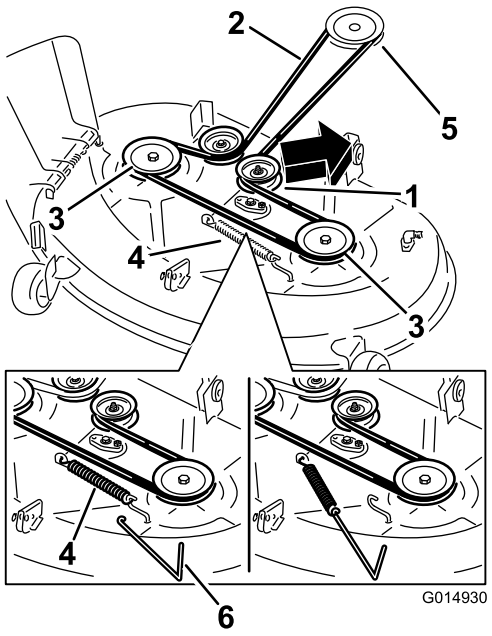
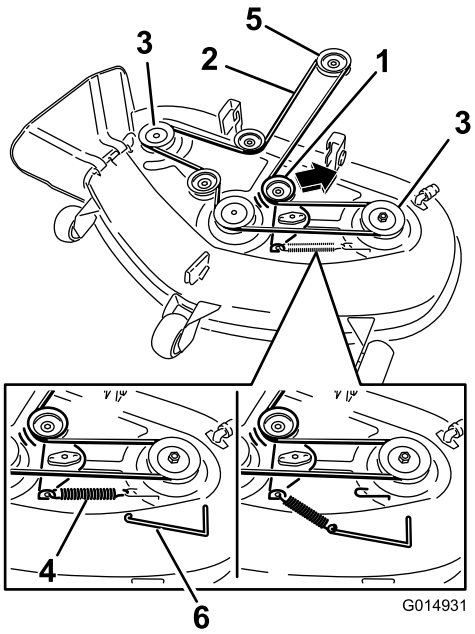

Figur 69
Figur 70
5. Brug et fjederværktøj (Toro, delnr. 92-5771), fjern styrefjederen fra skjoldets krog for at fjerne spændingen fra styreremskiven, og rul remmen af remskiverne (Figur 69 og Figur 70).
6. Før den nye rem rundt om motorremskiven og plæneklipperremskiverne (Figur 70).
7. Brug et fjederværktøj (Toro, delnr. 92-5771) til at montere styrefjederen over skjoldets krog for at tilspænde styreremskiven og plæneklipperremmen (Figur 70 og Figur 69).